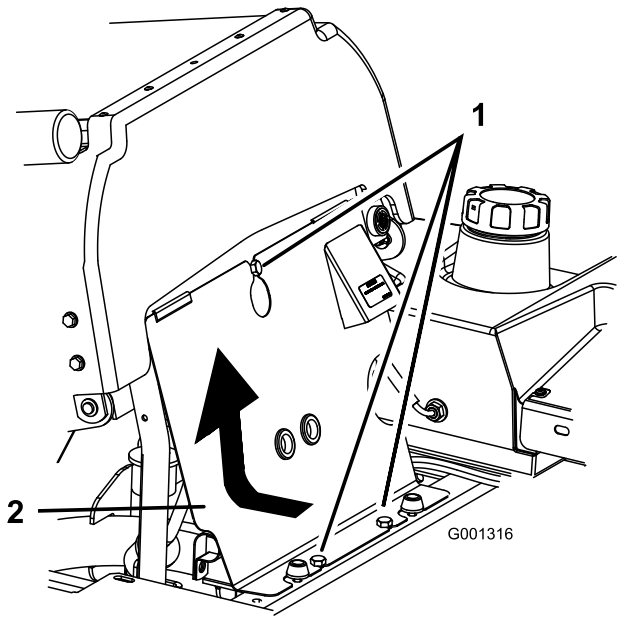

Figuur 63
3. Kantel de stoel naar voren, draai de bouten los en verwijder het frontpaneel van de motor (Figuur 63).